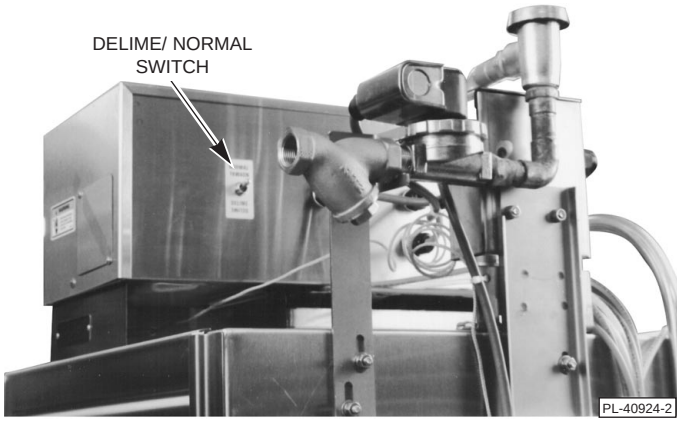

**Fig. 21**
8. Turn the *DELIME/NORMAL* switch (at the rear of the control box, Fig. 21) to Delime. None of the other machine functions will operate in the delime mode.